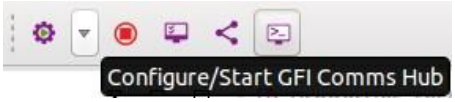
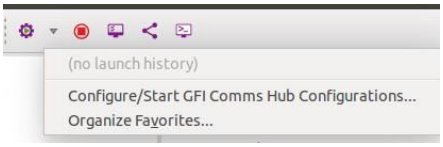

Figure 8 – Selecting the arrow next to the 'Configure/Start GFI Comms Hub' button
Figure 9 – Selecting the appropriate option from the menu
- Selecting the arrow next to it and then choosing 'Configure/Start GFI Comms Hub Configurations…' (Figure 8 and Figure 9).